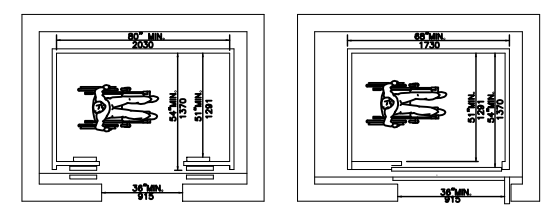

FIG. 22
4.10.9 FLOOR PLAN OF ELEVATOR CARS. THE FLOOR AREA OF ELEVATOR CARS SHALL PROVIDE SPACE FOR WHEELCHAIR USERS TO ENTER THE CAR, MANEUVER WITHIN REACH OF CONTROLS, AND EXIT FROM THE CAR. ACCEPTABLE DOOR OPENING AND INSIDE DIMENSIONS SHALL BE AS SHOWN IN FIG. 22 THE CLEARANCE BETWEEN THE DOOR SILL AND THE EDGE OF ANY HOISTWAY LANDING SHALL BE NO GREATER THAN 1-1/4" (32mm).
(1) BUTTONS. ALL CONTROL BUTTONS SHALL BE AT LEAST 3/4" (19mm) IN THEIR SMALLEST DIMENSION. THEY SHALL BE RAISED OR FLUSH.
(2) TACTILE, BRAILLE, AND VISUAL CONTROL INDICATORS. ALL CONTROL BUTTONS SHALL BE DESIGNATED BY BRAILLE AND BY RAISED STANDARD ALPHABET CHARACTERS FOR LETTERS, ARABIC CHARACTERS FOR NUMBERS OR SYMBOLS, IF ANY, IMMEDIATELY ADJACENT TO THE BUTTON, OR ON THE BUTTON IF SPACE ALLOWS. THE ARABIC NUMERALS OR SYMBOLS SHALL COMPLY WITH 4.30. THE CALL BUTTON FOR THE MAIN ENTRY FLOOR SHALL BE DESIGNATED BY A RAISED STAR AT THE LEFT OF THE FLOOR DESIGNATION (SEE FIG. 22(a)). ALL RAISED DESIGNATIONS FOR CONTROL BUTTONS SHALL BE PLACED IMMEDIATELY TO THE LEFT OF THE BUTTON TO WHICH THEY APPLY. APPLIED PLATES, PERMANENTLY ATTACHED, ARE AN ACCEPTABLE MEANS TO PROVIDE RAISED CONTROL DESIGNATIONS. FLOOR BUTTONS SHALL BE ILLUMINATED WITH VISUAL INDICATORS TO SHOW WHEN EACH CALL IS REGISTERED. THE VISUAL INDICATORS SHALL BE EXTINGUISHED WHEN EACH CALL IS ANSWERED.